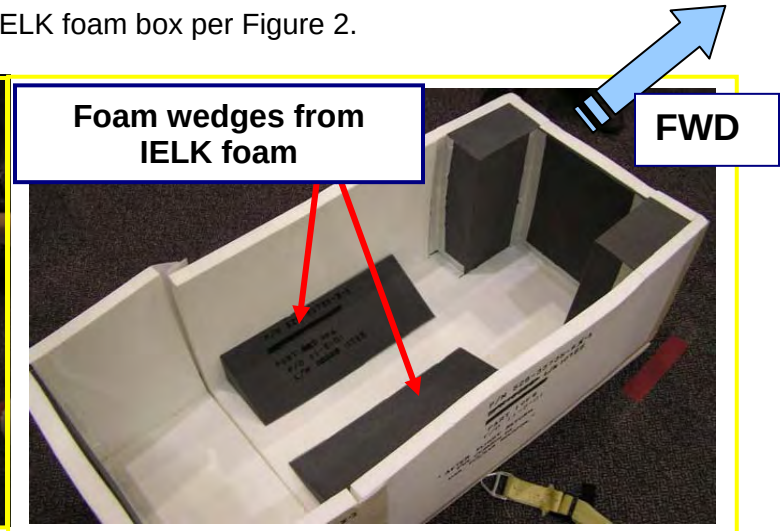

Figure 2
Step 6: Tape gray foam wedges in IELK foam box per Figure 2.